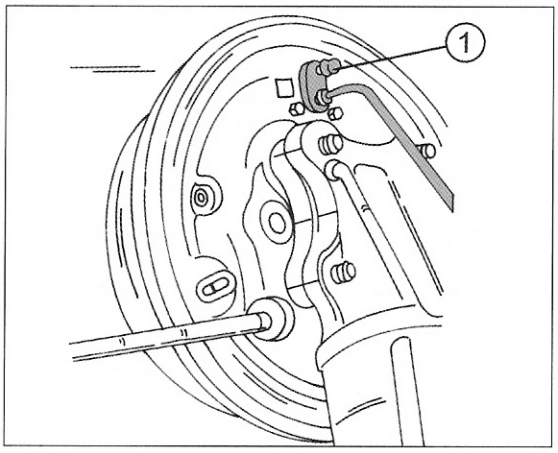

Bild 308
- Einen durchsichtigen Kunststoffschlauch nach Entfernen der Staubschutzkappe auf das Entlüftungsventil eines hinteren Radbremszylinders aufstecken. Das andere Ende des Schlauches in ein mit etwas Bremsflüssigkeit gefülltes Glasgefäß einhängen. Bild 308 zeigt wo die Schraube an den Hinterradbremsen sitzt (gleich bei Fahrzeugen mit ABS).